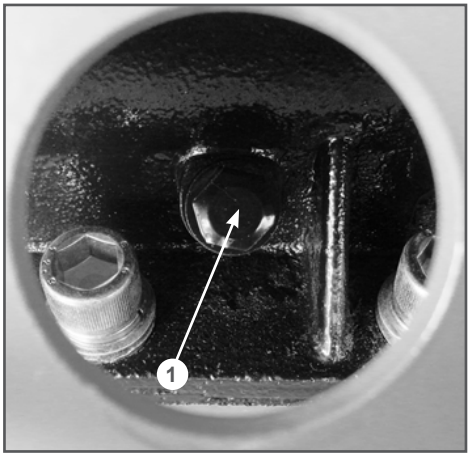

Рис. 21 Пробка контрольного отверстия
5. Открутите пробку 1 контрольного отверстия (Рис. 21) и слейте масло в подготовленную для этого емкость. Внимательно осмотрите слитое масло на предмет наличия в нем металлических частиц.